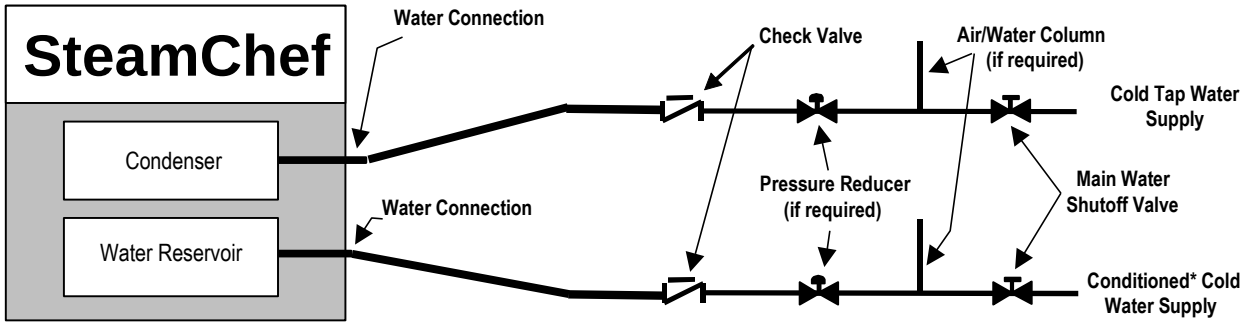

Figure 3-11 Cleveland Range Separate Water Supply Arrangement when Using Separate Conditioned Feed Water Supply
h. Although, 22CET's are very tolerant of hard water, the owner may want to use conditioned water to supply the reservoir. To use a separate conditioned water supply, use the layout shown in Figure 3-11.